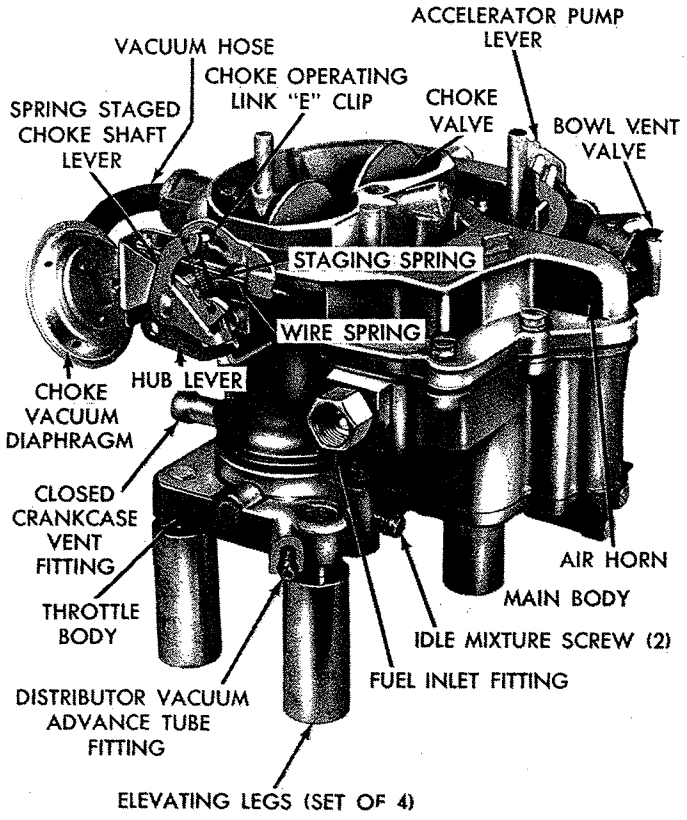
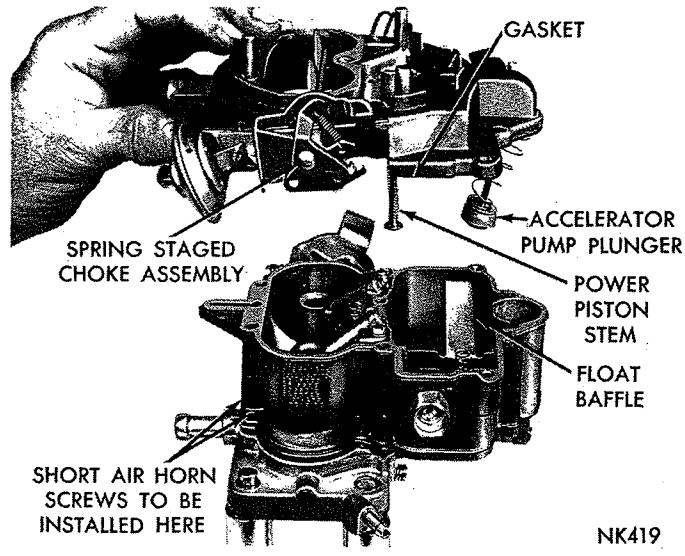

***Fig. 1—Carburetor Assembly WWC3-262 or WWC3-263 (Right Side)***
***Fig. 3—Removing or Installing the Air Horn***
To disassemble the carburetor for cleaning or overhaul, refer to (Figs. 1 and 2), then proceed as follows:
(1) Install four elevating legs, Tool T109-287S in mounting flange holes in throttle body. These legs are used to protect throttle valves from damage and to provide a suitable base for working.
(2) Remove hairpin clip that holds pump rod in center of pump arm. Remove rod from slot and disengage from the throttle lever.
(3) Remove hairpin clip that holds fast idle rod in fast idle cam. Disengage rod from cam, then rotate rod to disengage from choke lever.
(4) Remove three short air horn attaching screws, then remove two long air horn attaching screws. Install two short screws through main body into throttle body to hold bodies together. (Refer to Fig. 3.)
(5) Remove vacuum hose between carburetor air horn and vacuum diaphragm.
(6) Remove clip from choke operating link and disengage link from diaphragm plunger (stem) and the choke lever. (Refer to Fig. 1.)
(7) Remove remaining air horn attaching screws, then lift air horn straight up and away from main body, as shown in (Fig. 3).